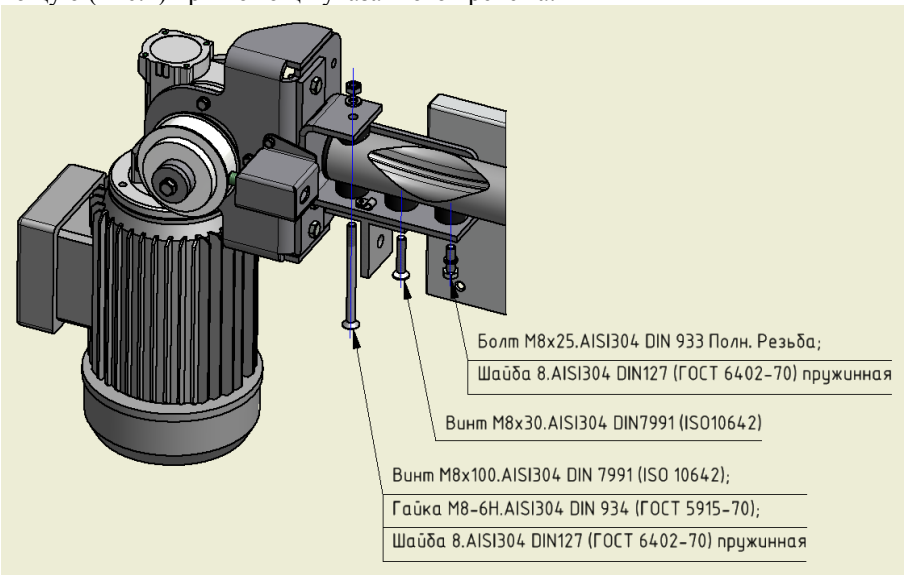

Рис.2
2.2. Разметить и просверлить отверстие на верхней направляющей соосное существующему (Рис.2).
2.3. Установить ведущую станцию и уголок крепления верхнего упора-ограничителя на верхнюю направляющую (Рис.2) при помощи указанного крепежа.